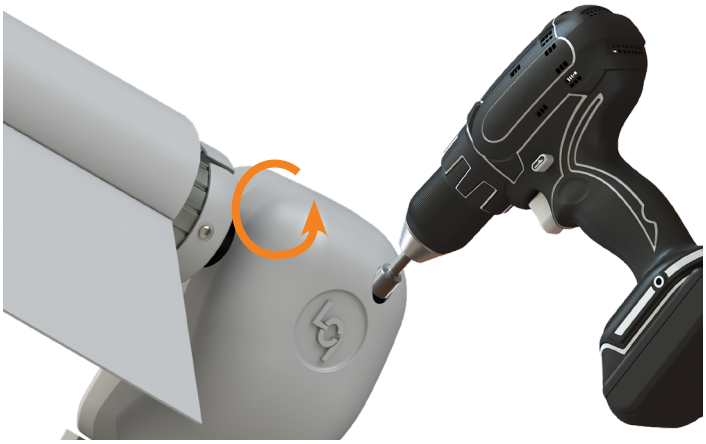

Fig.20
2. Using a 7⁄16" socket and cordless or electric drill or screw gun, spin the manual override nut counterclockwise to retract the awning **(Fig.20)**.